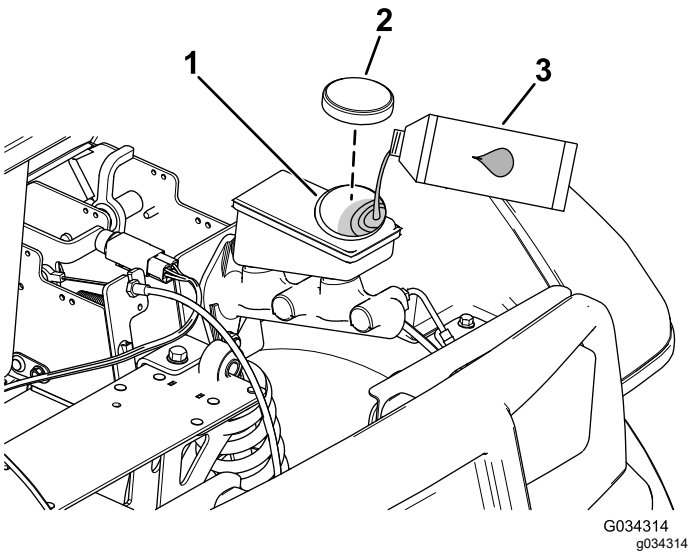

Figuur 52
2. Open de motorkap om toegang te krijgen tot de hoofdremcilinder en het reservoir (Figuur 52).
A. Reinig de omgeving van de reservoirdop en verwijder de dop (Figuur 52).
C. Plaats de dop weer op het reservoir (Figuur 52).